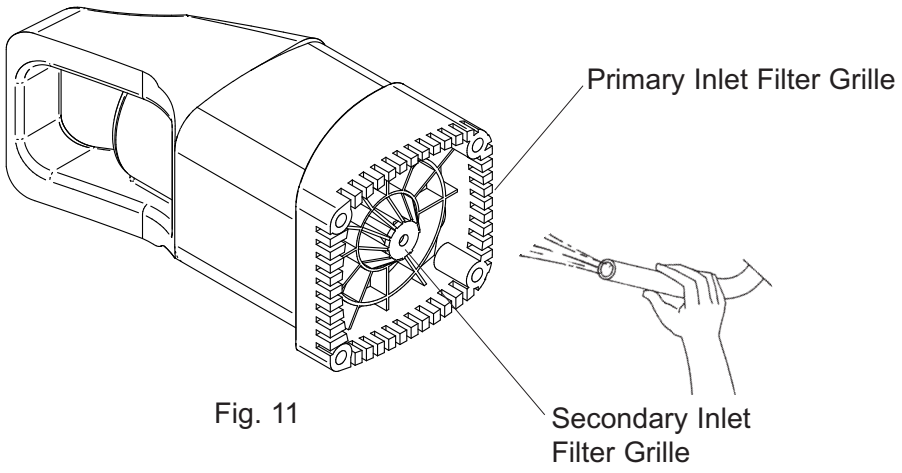

Fig. 11
3) Clean integral primary and secondary inlet filter grilles using water pressure from a hose pipe (Fig. 11).